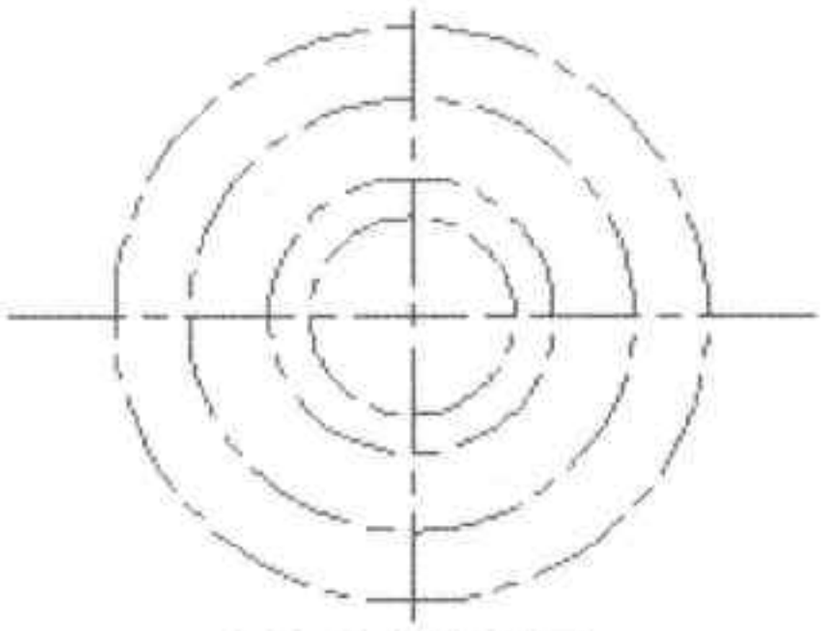

图21-3 绘制同心圆
Step 03 执行“圆”命令，以中心线的交点为圆心，绘制半径为 30、42、66 和 88 的同心圆，如图 21-3 所示。